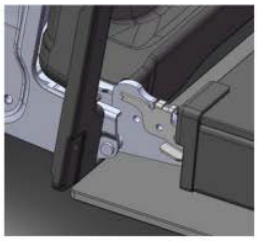

Fig. 1
1. Open the door fully (Fig. 1)
- Remove the seal G by unscrewing the 2 bolts (Fig. 1)